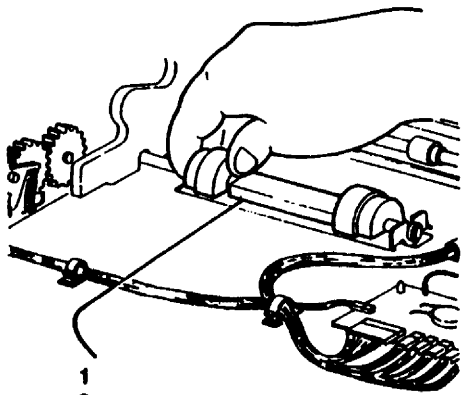

Рис. 1 Снятие ролика подачи лотка 1
2. (Рис. 1) Снимите ролик подачи лотка 1.